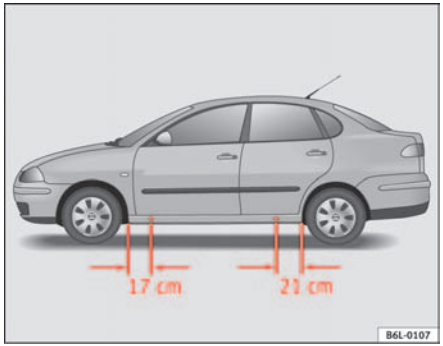

Fig. 132 The jacking points
– Locate the jacking point under the door sill closest to the wheel being changed ⇒ fig. 132.
Recesses at the front and rear of the door sills mark the jacking points ⇒ fig. 132. A position has been made for each wheel. Do not fit the jack anywhere else.